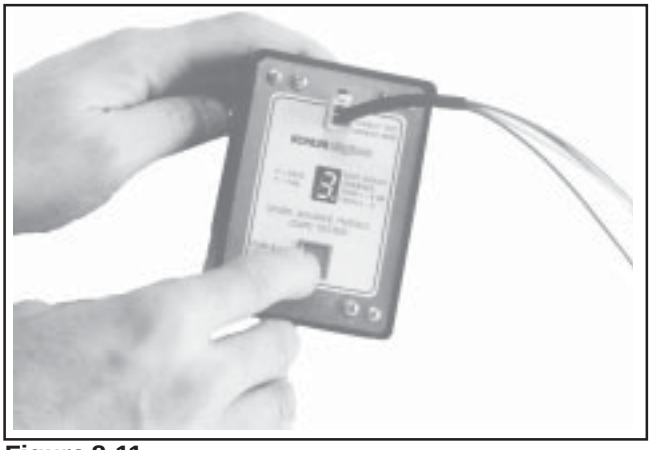

Figure 8-11.
a. Depress the tester button and hold it down. After approximately four seconds, a numerical sequence should be displayed, beginning with 1 or 2 and continuing to 8 or 9, followed by a letter "P" (pass) or "F" (fail). See Figures 8-11 and 8-12. **DO NOT** release the tester button until the test cycle completes and the display goes off*. If you get a "-" sign instead of the numerical sequence, and/or an "F" at the end of the cycle, the SAM is probably bad. Recheck all of the connections, check the condition of the tester battery** and repeat the test. If you get the "-" sign and/or "F" again in the retest, replace that SAM.